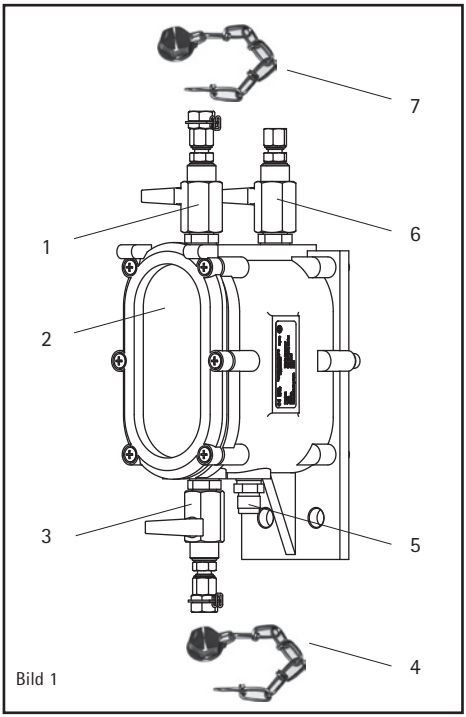
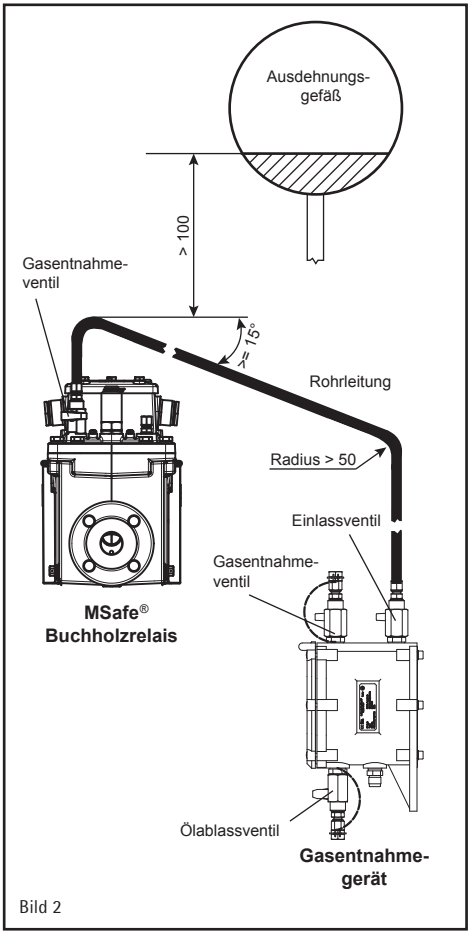

Bild 1
Bild 2
Das im MSafe Buchholzrelais angesammelte Gas wird durch den Druck des im Ausdehnungsgefäß befindlichen Öls durch die Rohrleitung in das Gasentnahmegerät gedrückt. Voraussetzung dafür ist, dass das Öl im Ausdehnungsgefäß mindestens 100 mm über dem obersten Punkt der Rohrleitung steht (siehe Bild 2). Zur Vorbereitung wird zunächst das Gasentnahmegerät vollständig mit Öl gefüllt (siehe Kap. 4.1). Spricht das obere Schaltsystem des MSafe Buchholzrelais durch das Ansammeln von Gasen an, so wird dieses Gas bei entsprechender Ventilstellung weiter in Richtung Gasentnahmegerät transportiert, um es dort einer Gasanalyse zu unterziehen oder durch die Austrittsöffnung gänzlich abzulassen. Die Rohrleitung ist so ausgelegt, daß das Öl die Gasblase völlig aus der Leitung herausdrückt.
Das Gasentnahmegerät ist mit dem MSafe Buchholzrelais wie folgt zu verbinden (siehe Bild 2):
(1) Gasentnahmegerät über 2 Schrauben (max. M10) auf ebener senkrechter Fläche unterhalb des MSafe Buchholzrelais in nutzerfreundlicher Arbeitshöhe (ca. 1,5 m über Boden) anbringen. Zur Montage steht optional eine Adapterplatte inkl. Schrauben zur Verfügung (siehe Anhang, Kap. 6.2).
(2) Schraubverbindung am Gasentnahmeventil (Bild 2) des MSafe Buchholzrelais und am Einlassventil
(Bild 1/6) des Gasentnahmegeräts abschrauben und inne liegenden Schneidring entnehmen.
(3) Rohrleitung (optional lieferbar) fachgerecht installieren, an den Enden durch Schraubverbindung und Schneidring führen und dann wieder mit dem Gasentnahmeventil des MSafe Buchholzrelais und dem Einlassventil (Bild 1/6) des Gasentnahmegeräts verschrauben (max. 2 Umdrehungen).
(4) Rohrleitung mit Befestigungsschellen (nicht im Lieferumfang enthalten) fixieren. Dabei darauf achten, dass die in Bild 2 angegebenen Bedingungen eingehalten werden.
(1) Gasentnahmeventil am MSafe Buchholzrelais (Bild 2) öffnen.
(2) Verschlusskappe (Bild 1/7) am Gasentnahmeventil (Bild 1/1) des Gasentnahmegeräts abschrauben.
(3) Einlassventil (Bild 1/6) öffnen. Gasentnahmeventil (Bild 1/1) öffnen. Das Ölablassventil (Bild 1/3) verbleibt geschlossen.
(4) Ansteigenden Ölspiegel im Schauglas (Bild 1/2) beobachten und Gasentnahmeventil (Bild 1/1) schließen, wenn dort Öl austritt. Das Gasentnahmegerät ist jetzt vollständig mit Öl gefüllt.
(5) Gasentnahmeventil (Bild 1/1) wieder zusätzlich mit Verschlusskappe (Bild 1/7) sichern.
(6) Sicherstellen, dass das Gasentnahmeventil des MSafe Buchholzrelais (Bild 2) und das Einlassventil (Bild 1/6) des Gasentnahmegeräts während des Betriebs geöffnet bleiben.
(1) Sicherstellen, dass das Gasentnahmeventil des MSafe Buchholzrelais (Bild 2) und das Einlassventil (Bild 1/6) des Gasentnahmegeräts geöffnet sind.
(2) Verschlusskappe (Bild 1/4) von Ölablassventil (Bild 1/3) abschrauben.
(3) Ölablassventil öffnen und auslaufendes Öl auffangen.
(4) Ölablassventil schließen, sobald Ölspiegel im oberen Drittel des Sichtfensters (Bild 1/2) sichtbar ist. Ventil wieder mit Verschlusskappe (Bild 1/4) sichern.
(5) Verschlusskappe (Bild 1/7) von Gasentnahmeventil (Bild 1/1) abschrauben und Gasprüfeinrichtung (Zubehör) aufschrauben.
(6) Gasentnahmeventil (Bild 1/1) öffnen, um enthaltenes Gas über Prüfeinrichtung auszuleiten.
(10) Sicherstellen, dass das Einlassventil am Gasentnahmegerät (Bild 1/6) und das Gasentnahmeventil am MSafe Buchholzrelais (Bild 2) im ölgefüllten Zustand dauerhaft geöffnet bleiben.